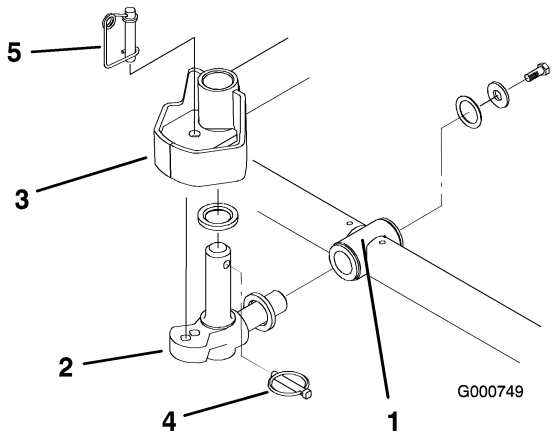

Figura 5
6. Montate una rondella di spinta sull'albero orizzontale dello snodo di articolazione, come riportato in Figura 5.
7. Inserite l'albero orizzontale dello snodo di articolazione nel tubo di montaggio del telaio portante (Figura 5).
8. Fissate lo snodo di articolazione al telaio portante con una rondella di spinta, una rondella piana e una vite a testa cilindrica con testa flangiata (Figura 5).
9. Inserite una rondella di spinta sull'albero verticale dello snodo di articolazione (Figura 5).
10. Inserite l'albero verticale dello snodo di articolazione nel mozzo orientabile del braccio di sollevamento, se era stato tolto in precedenza (Figura 5). Inserite lo snodo di articolazione tra i due paraurti di centraggio in gomma, sotto la piastra di sterzo del braccio di sollevamento, finché non è in posizione.
11. Inserite l'acciarino nel foro a croce previsto sull'albero dello snodo di articolazione (Figura 5).
Nota: Se l'elemento di taglio deve essere fisso, inserite il perno di bloccaggio dello sterzo nel foro di montaggio dello snodo di articolazione (Figura 5).
14. Agganciate del filo per molle attorno alla base del perno di bloccaggio dello sterzo (Figura 5).